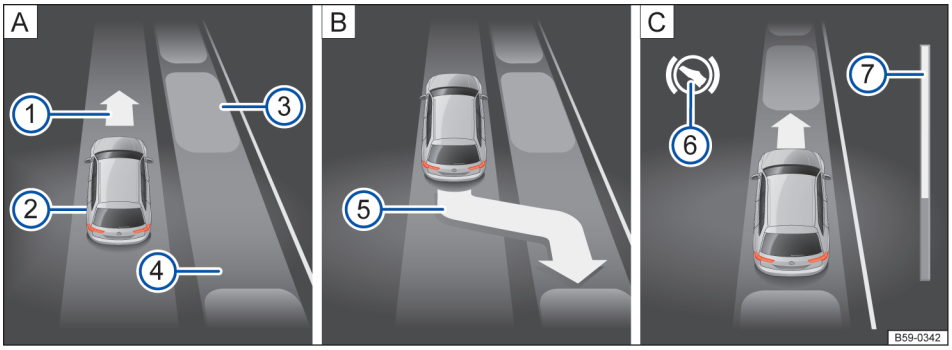
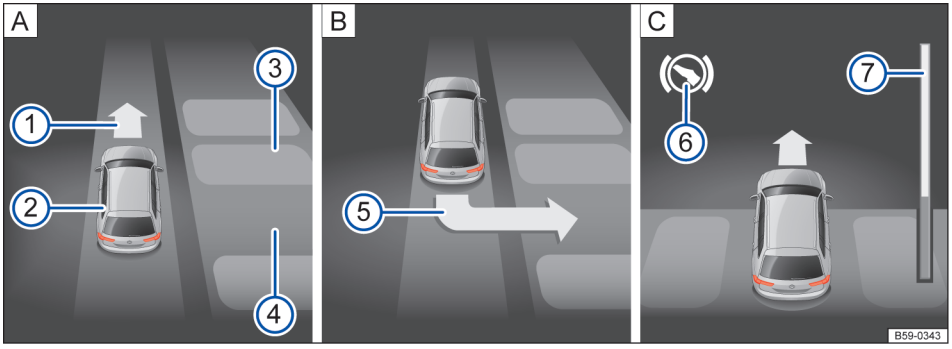

图 172 组合仪表显示器上：与路面平行泊车。A 寻找停车位，B 泊车的位置，C 调车
图 173 组合仪表显示器上：与车道垂直泊车。A 寻找停车位，B 泊车的位置，C 调车
→图 172 或 →图 173 的图例：
在组合仪表的显示器中，进度条显示→图 172 ⑦ 或 →图 173 ⑦ 以符号方式呈现出待行驶的相对距离。距离越长，进度条上的填满状态越大。向前行驶时，进度条的填满部分往上递减，倒车行驶时，进度条的填满部分往下递减。
2.	注意组合仪表显示器中的显示，是否侦测到「合适的」停车位或横向停车位，是否到达 正确的泊车位置→ 图 172 B 或→ 图 173 B。
6.	倒车行驶直到泊车雷达系统发出持续音讯号。 **或：**倒车行驶，直到组合仪表显示器上出现向前行驶要求→ 图 172 A ① 或 → 图 173 A ① 。 **或：**直到组合仪表显示器中显示讯息：**泊车转向辅助结束。**
智能泊车辅助系统控制汽车前进或倒车，直到汽车笔直停在停车位或横向停车位中为止→ 图 172 C 或→ 图 173 C 。